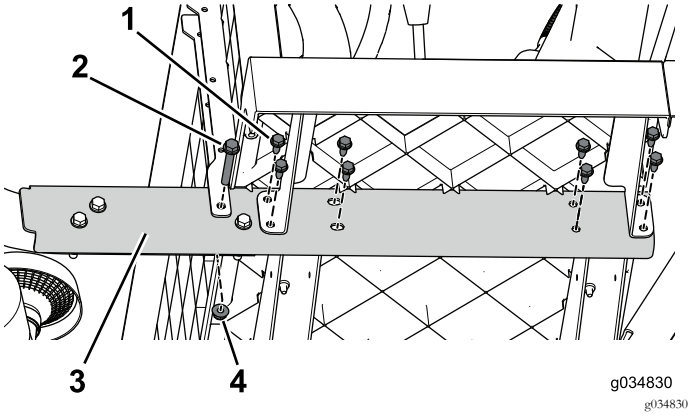

Figur 16
2. Ta bort flänsskruvarna (3/8 x 2 1/2 tum) och muttrarna som håller fast sidoskenan på maskinen (Figur 16). Gör samma sak på båda sidor av maskinen.
3. Börja framifrån och gå bakåt. Ta bort flänsskruvarna (5/16 x 3/4 tum) som håller fast sidoskenan på maskinen (Figur 16). Gör samma sak på båda sidor av maskinen.